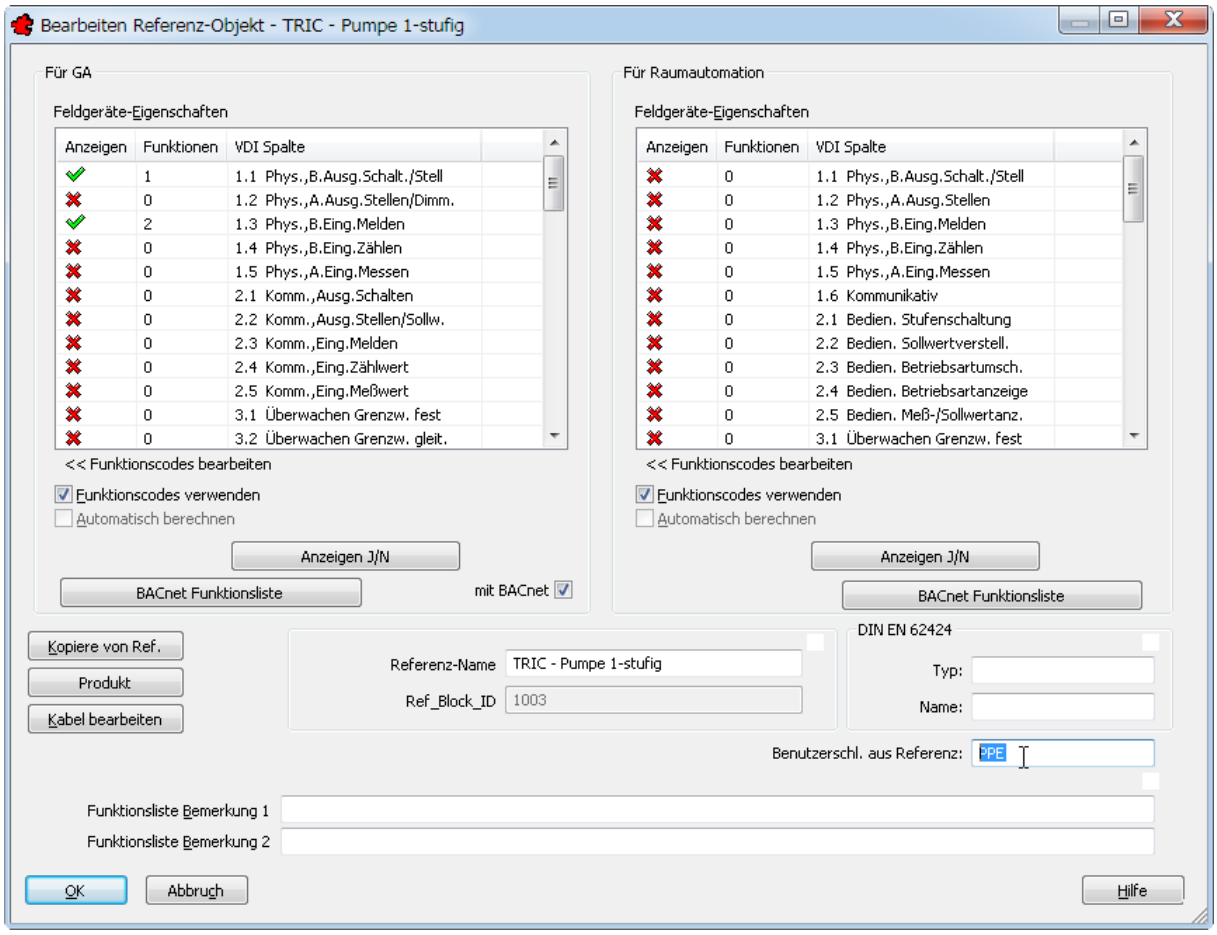

Bild 24.23 – Eintragen der Benutzerschlüssel-Referenz
- Die Dialogbox *Bearbeiten Referenz-Objekt* erscheint. Tragen Sie in das Editierfeld *Benutzerschl. Aus Referenz* unten rechts den Schriftzug **PPE** ein und bestätigen Sie mit *OK* (Abb. 24.23).
- Klappen Sie zunächst die aktuelle Referenz auf – hier also *VDI 3814-1 BACnet FRAPORT* – und blättern Sie zum Eintrag *Pumpen und Rep.-Schalter*. Wählen Sie *TRIC - Pumpe 1-stufig – 1003* und klicken Sie auf *Bearbeiten*. Hierauf öffnet sich wieder die Referenzbearbeitung (vgl. Abb. 24.23), und Sie können den Benutzerschlüssel **PPE** einpflegen.